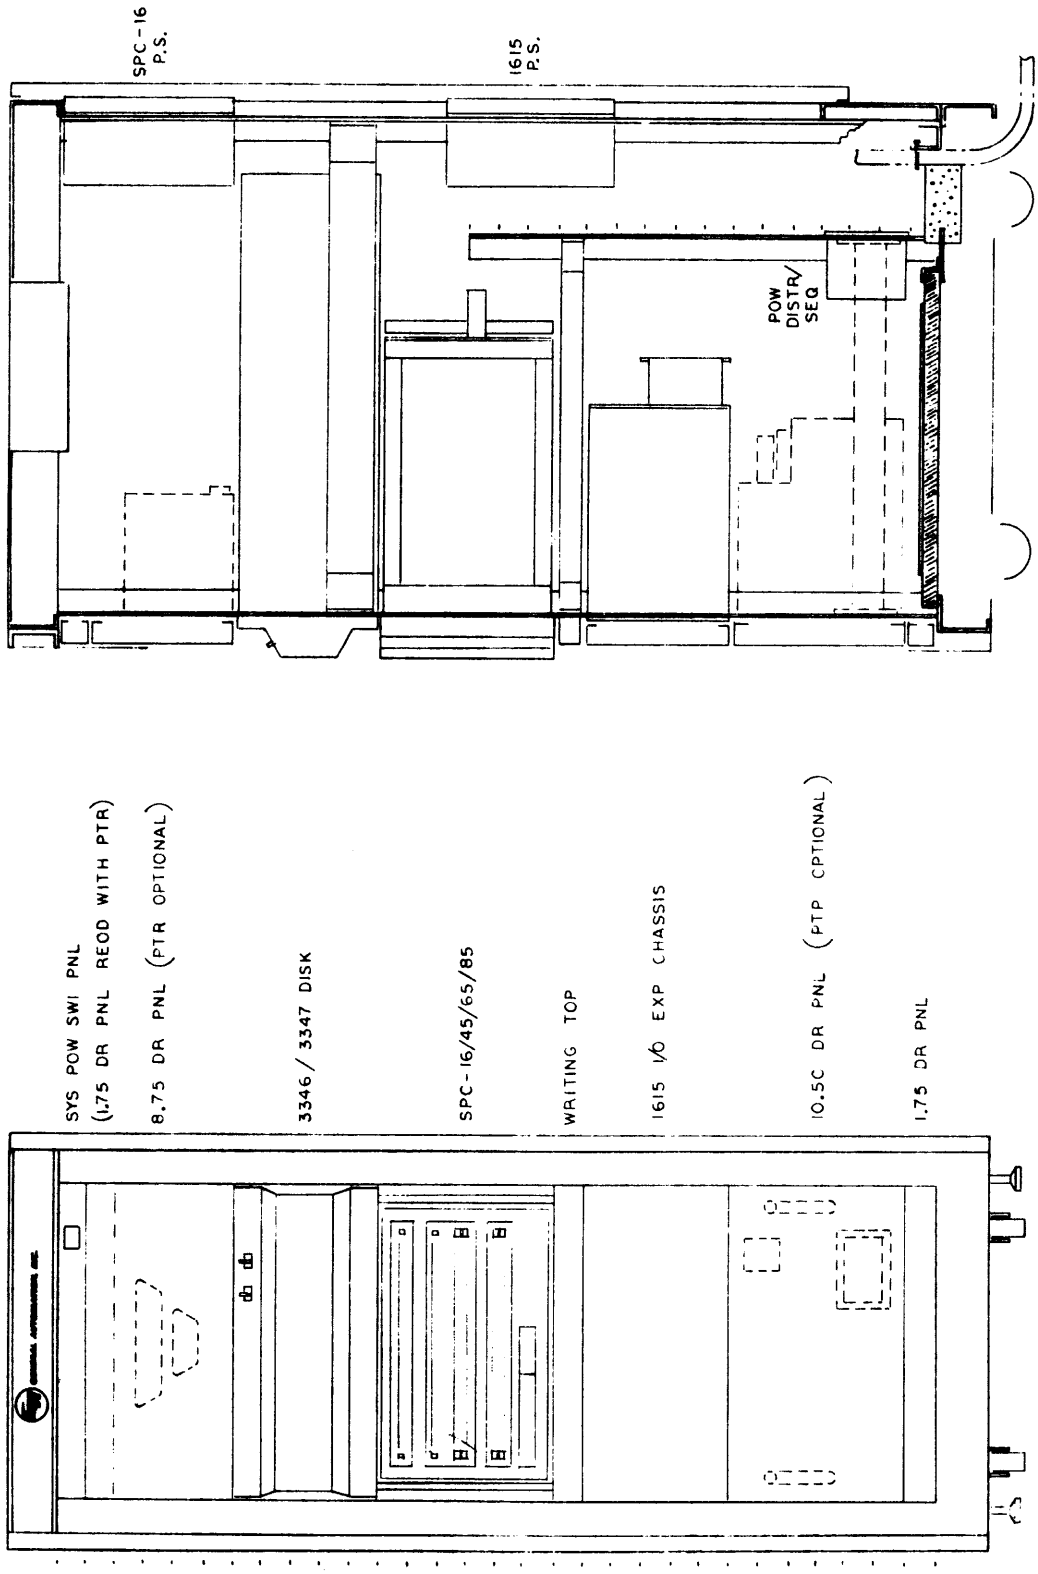

Figure 2-11. 1901 System Enclosure with SPC-16/45/65/85, 1615 I/O Expansion Chassis, 3346/3347/ Disk, Paper Tape Reader and Paper Tape Punch
- Figure 2-11 shows an SPC-16/45/65/85 mounted with a 1615 I/O Expansion chassis, a 3346 or 3347 Disk unit, and optional Paper Tape Reader and Paper Tape Punch.